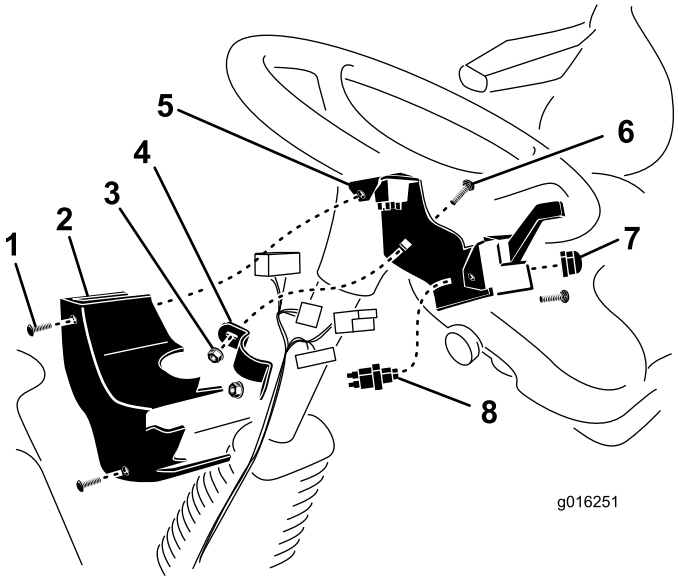

Figur 5
2. Fest stammebraketten bak på rattstammen med stammebrakettfestet, (2) 3/8 x 1 tommes låseskruer og 3/8 tommes flensmutre. Posisjoner stammebraketten så høyt som mulig på rattstammen som vist i Figur 5. Påse at stammebraketten ikke forstyrrer rattet.
3. Etter at ledningssatsen er koblet til bryterne, fest stammedekslet til stammebrakettens (2) hastighetsmuttere med skruer (Figur 5).